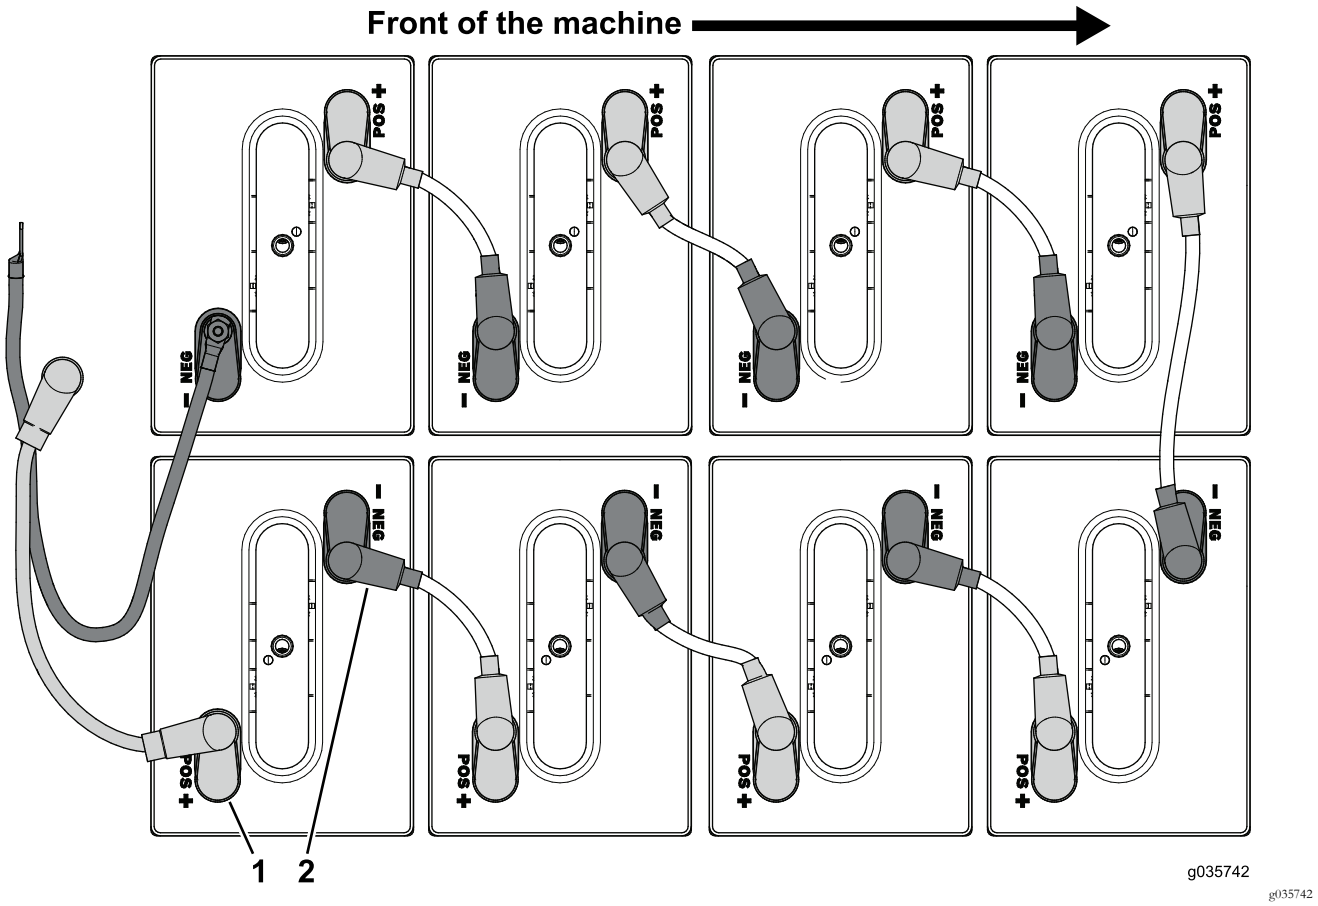

Figura 57
3. Desligue os cabos da bateria ligados ao terminal positivo (+) nas baterias no tabuleiro da bateria dianteiro (Figura 57).
4. Desligue os cabos da bateria ligados ao terminal negativo (-) nas baterias no tabuleiro da bateria dianteiro (Figura 57).